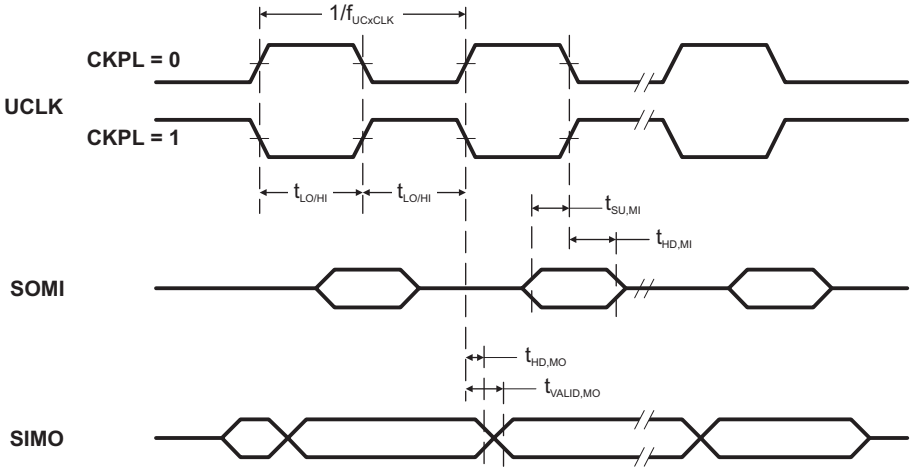
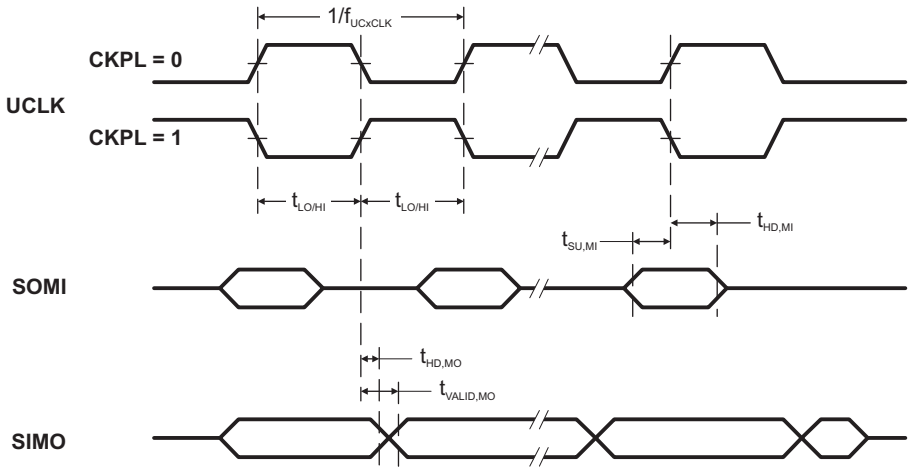

Figure 15. SPI Master Mode, CKPH = 0
Figure 16. SPI Master Mode, CKPH = 1
(see Note (1), Figure 15 and Figure 16)
(2) Specifies the time to drive the next valid data to the SIMO output after the output changing UCLK clock edge. See the timing diagrams in Figure 15 and Figure 16.
(3) Specifies how long data on the SIMO output is valid after the output changing UCLK clock edge. Negative values indicate that the data on the SIMO output can become invalid before the output changing clock edge observed on UCLK. See the timing diagrams in Figure 15 and Figure 16.
(2) Specifies the time to drive the next valid data to the SOMI output after the output changing UCLK clock edge. See the timing diagrams in Figure 15 and Figure 16.
(3) Specifies how long data on the SOMI output is valid after the output changing UCLK clock edge. See the timing diagrams in Figure 15 and Figure 16.